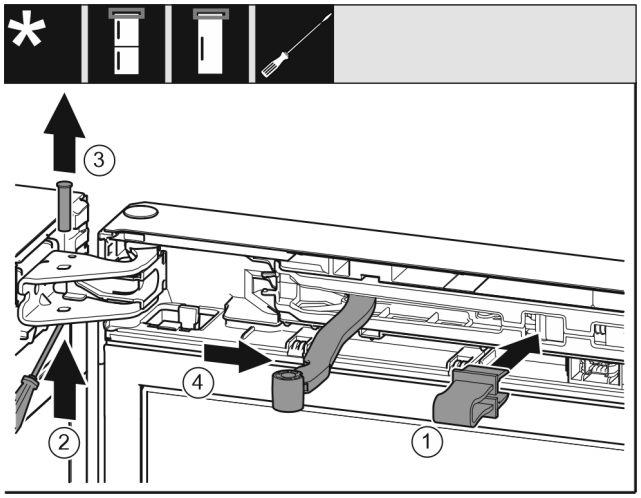

Fig. 9
▶ Latch safeguard *Fig. 9 (1)* into opening.
▶ Slide out the bolt *Fig. 9 (2)*.
▶ Remove the bolt *Fig. 9 (3)* upwards.
▶ Turn the joint *Fig. 9 (4)* towards the door.